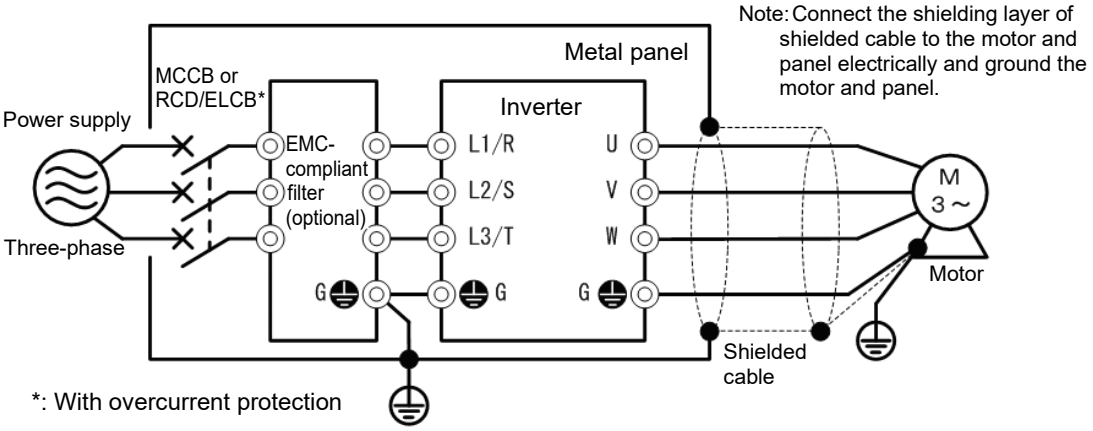

Fig. G.1-2 EMC-compliant filter (option) installation method
(2) For connection to inverter's control terminals and for connection of the RS-485 communication signal cable, use shielded wires. As with the motor connections, clamp the shields firmly to a grounded panel.
(3) If noise from the inverter exceeds the permissible level, enclose the inverter and its peripherals within a metal panel as shown in Fig. G.1-2.